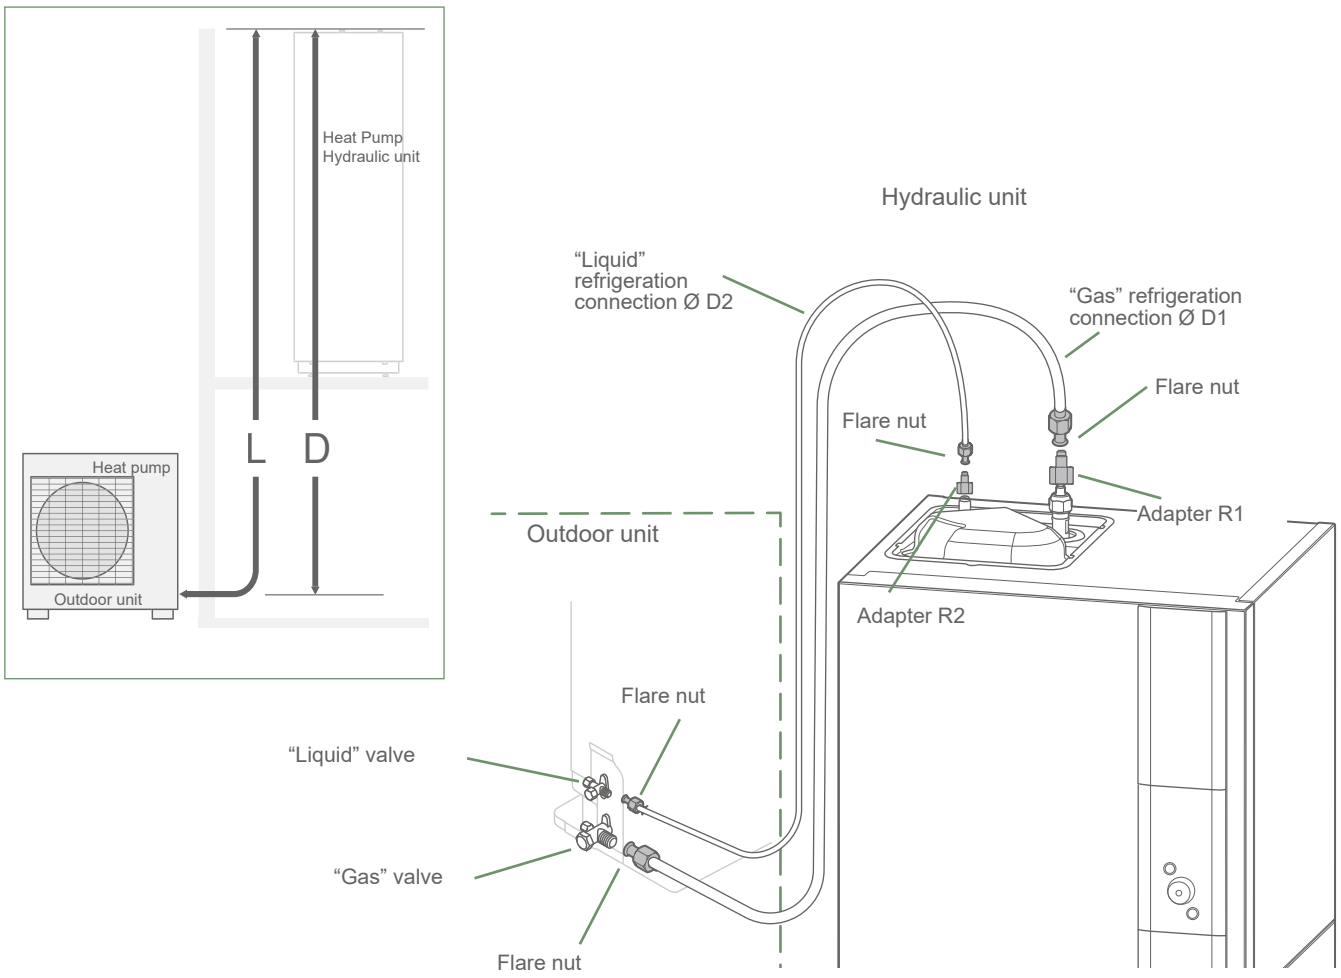

fig. 31 - Refrigeration connections (allowed diameters and lengths)
- If appropriate, connect an adapter (reducer) 1/4"- 3/8" or 1/2"- 5/8" (view *fig. 31*).